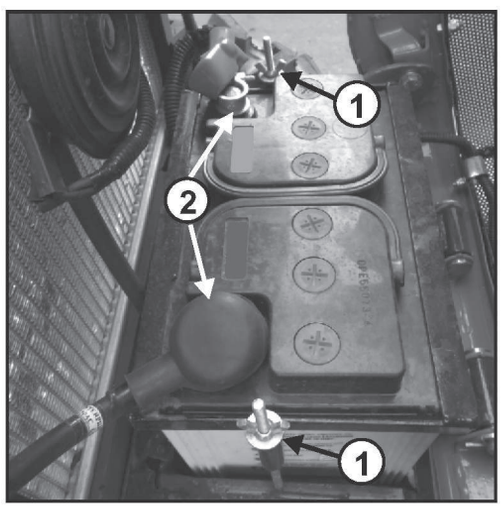

Рис. 5.17a
2. Снимите барашковую гайку (1, рис. 5.17a), повернув ее против часовой стрелки.
3. Отсоедините соответствующие клеммы (-) та (+) (2, рис. 5.17a).